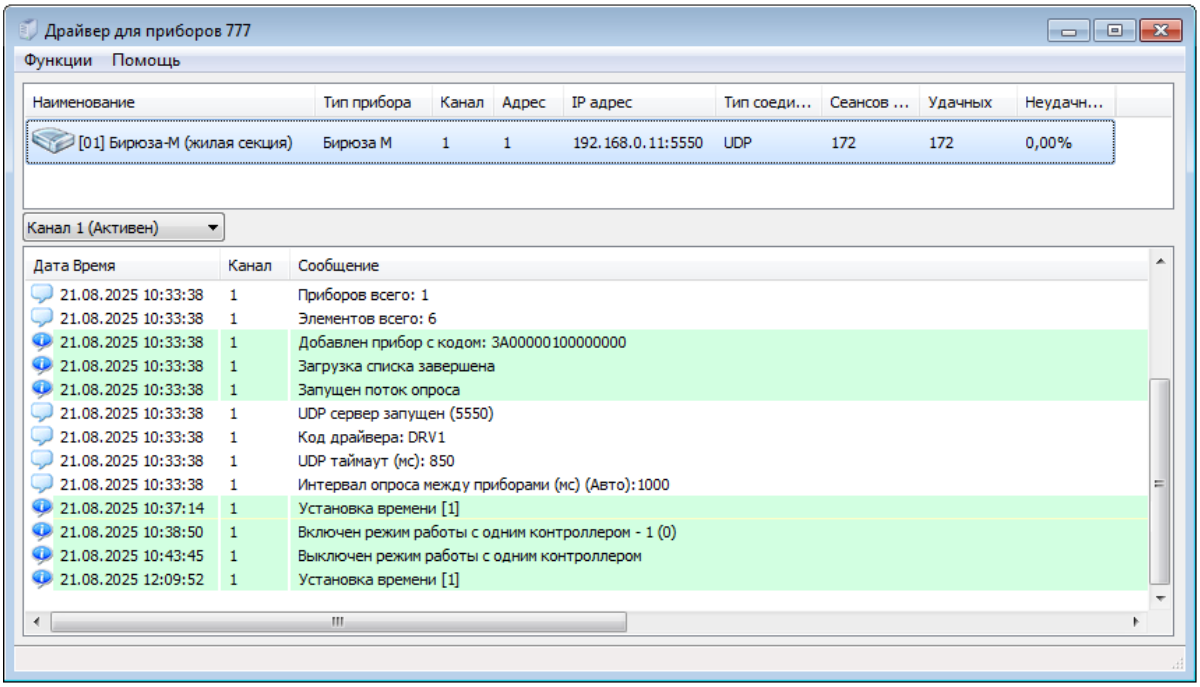

Рисунок 106. Скриншот программы «Driver 777» с установленной связью с прибором
7) Запустить программный модуль «Сервер связи» («Socket Connection Server») и в модуле «Драйвер связи» («Driver 777») убедится в наличии связи с прибором (рисунок 106).